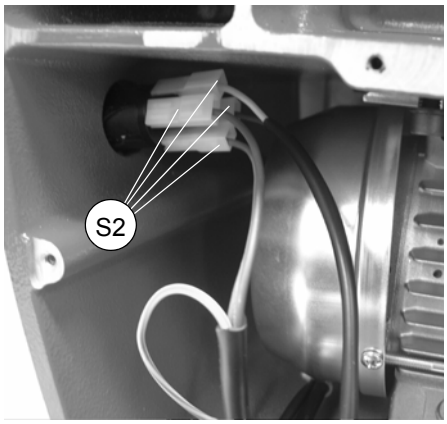
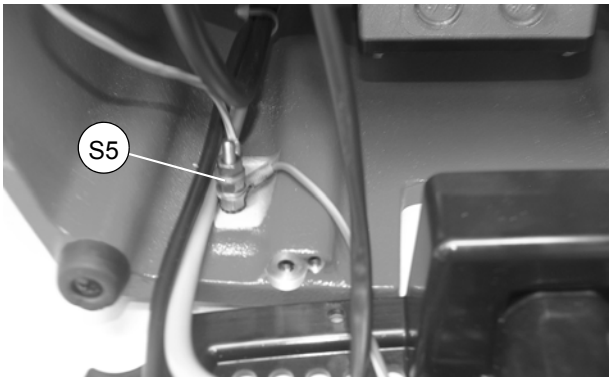

Рис. 30
Рис. 34
8) Подключите 4 разъема (S2) (рис. 30) к выключателю запуска электродвигателя и подсоедините шнур заземления гайкой к соответствующему винту (S5) (рис. 34).